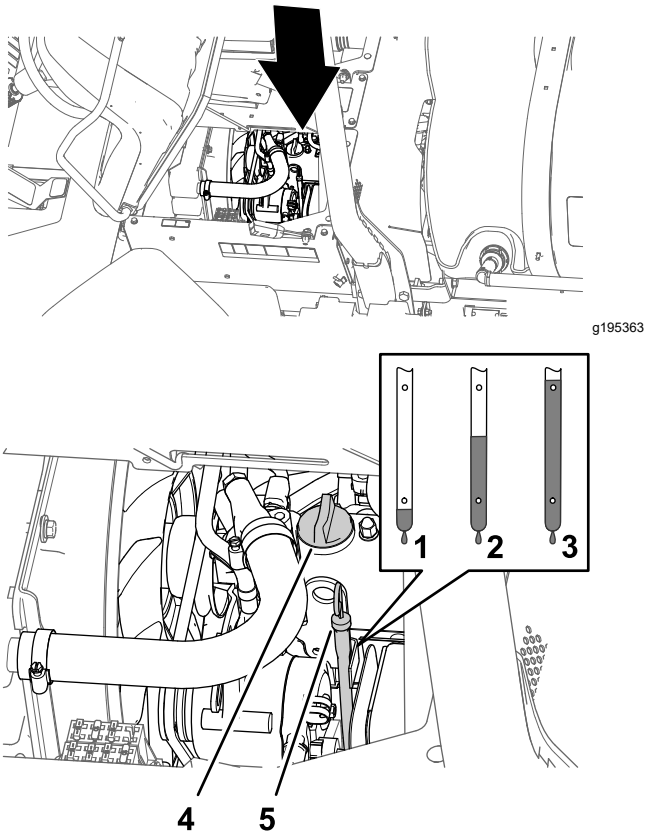

Bild 73
2. Nehmen Sie den Peilstab heraus, der sich unter dem Fahrersitz befindet, und wischen Sie ihn mit einem sauberen Lappen ab (Bild 73).
3. Nehmen Sie bei niedrigem Ölstand den Fülldeckel von der Ventilabdeckung (Bild 73) ab und gießen Sie Öl in den Füllstutzen, bis der Ölstand an der Voll-Markierung am Peilstab liegt.
4. Setzen Sie den Ölfülldeckel ein (Bild 73).
5. Stecken Sie den Peilstab wieder fest ein (Bild 73).